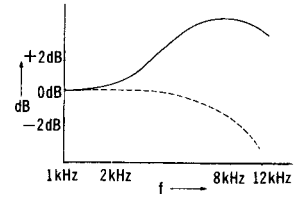
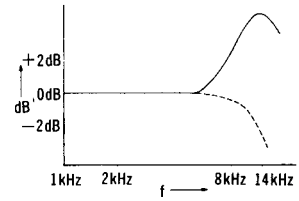

Fig. 22
Fig. 23
11. Set the tape selector to each position. 12. Measure in the same manner from step (3) to (8). 13. Make sure that the measured value is within the range specified in the overall frequency response chart for Fe-Cr, CrO_2 and metal tape (Shown in fiig. 21). **Adjustment-1: Using bias current** 1. When the frequency response between the middle and high frequency range becomes higher than the standard value, as shown by the solid line in fig. 22, increases the bias current by turning VR402 (L-CH), VR401 (R-CH). 2. When it becomes lower, as shown by dotted line, reduce the bias current by turning VR402 (L-CH), VR401 (R-CH). **Note:** For the method of bias current measurement, refer to "❶ Bias current adjustment" on page 7. **Adjustment-2: Using the peaking coil for recording equalization** When the frequency response is flat in the middle frequency range and makes a sharp rise or drop in the high frequency range, as shown in fig. 23, adjust by turning the following peaking coils. L203 (L-CH), L204 (R-CH).